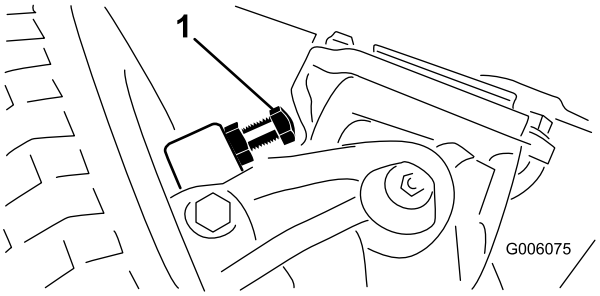

Figur 60
1. Skru boltene inn eller ut til du oppnår en klaring på 2,3 mm (Figur 60).